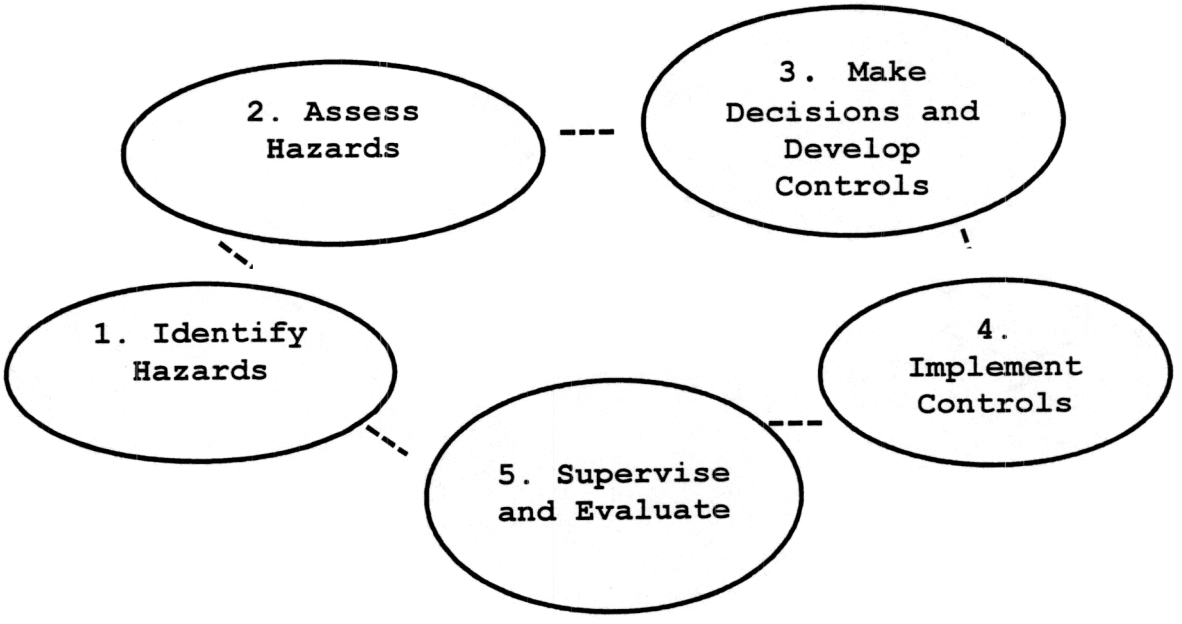

FIGURE 1. FIVE-STEP RISK MANAGEMENT PROCESS
8. FIVE-STEP RISK MANAGEMENT PROCESS. RM is a continuous closed-loop process designed to detect, assess and control risk while enhancing performance and maximizing capabilities. Figure 1 depicts the five-step process. The Risk Management Worksheet, CSFS 4297 E-R, 3 Jan 00 at Appendix A, will be used for conducting risk assessments. RM Worksheet CSFS 4297-1, Continued Form is available if more than one sheet is required. For routine maintenance operations and similar tasks, the Job Hazard Analysis -- as described in paragraph 9c(1), FSH Regulation 385-10, may be used. The form CSFS Form 97-E is used for conducting Job Hazard Analysis (Appendix B).